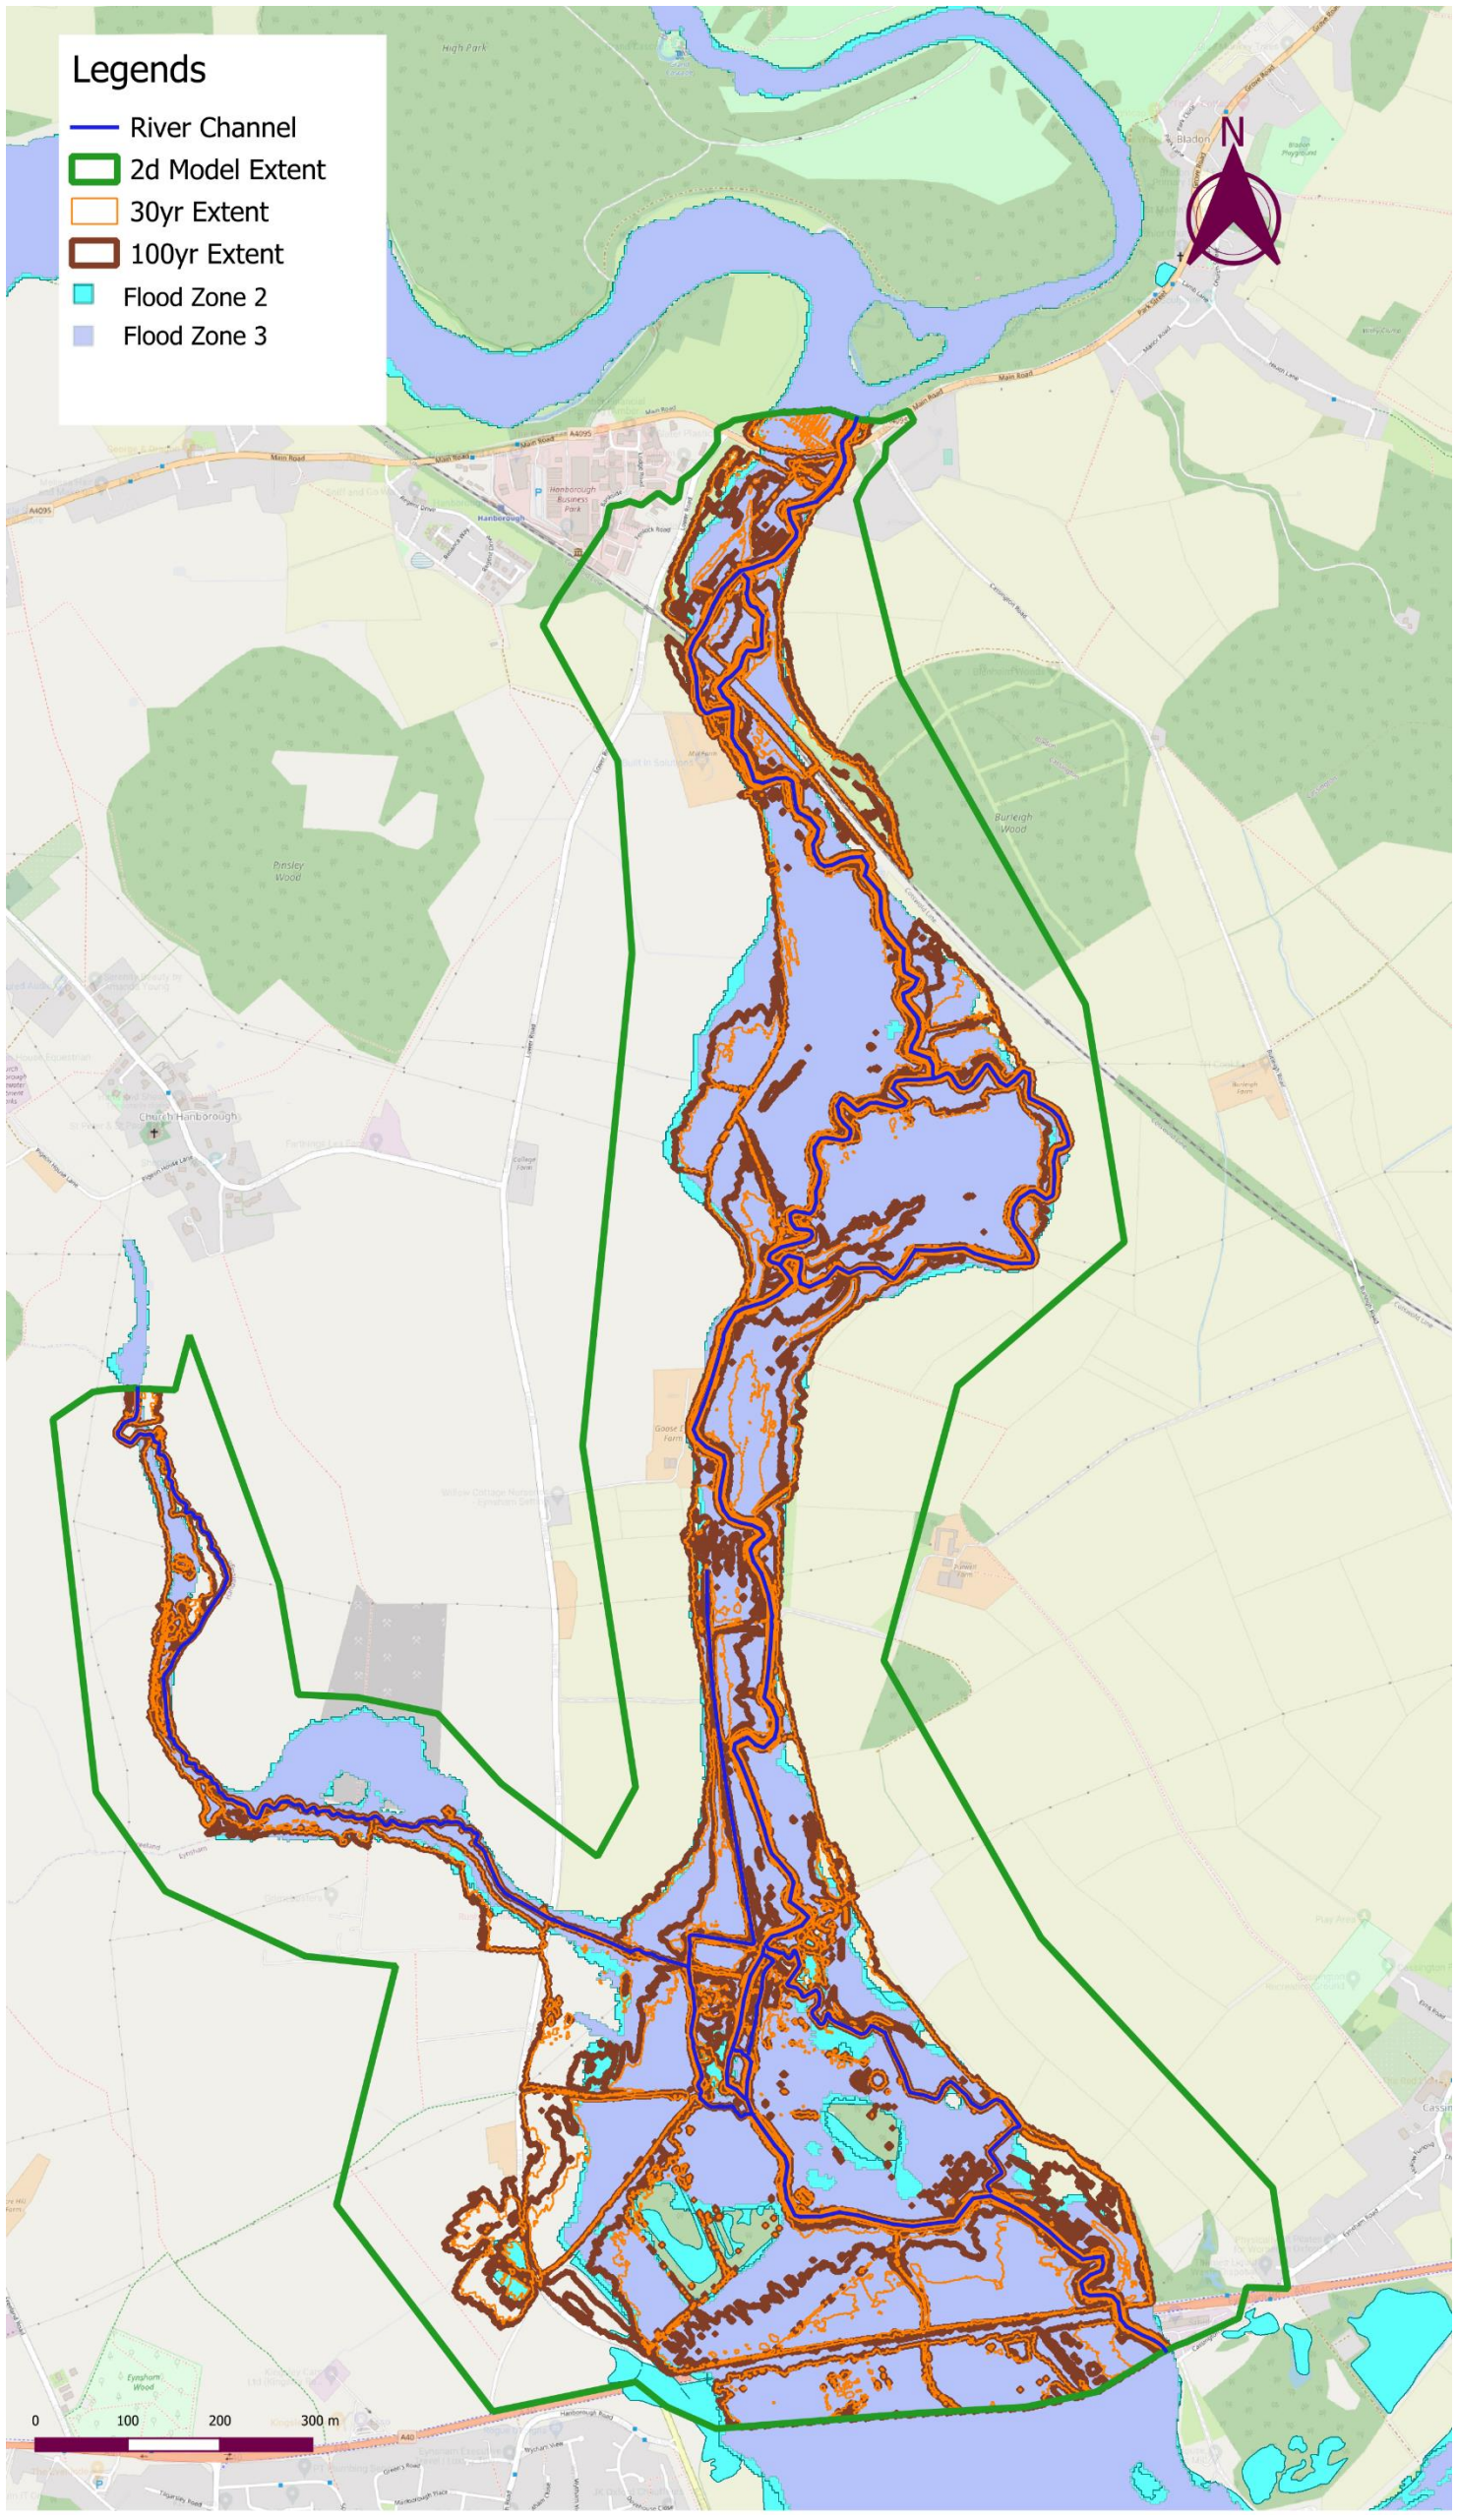

Figure 3.2: Comparison of 30-year and 100-year Flood Extent along with EA Flood Zone 2 and Flood Zone 3 map
3.1.3 The 30-year, 100-year, 100-years+ 21% CC, and 100-years+43% CC produce successively increasing flood extents from the overtopping over the banks of the River Evenlode along with its tributaries. Flood water also enters the site via overtopping the A40 along of the downstream of the site, especially during the 100-years+ 21% CC, and 100-years+43% CC flood events. A figure of the 30-year and 100-year flood extent along with the environment agency's Flood zone 2 and Flood Zone 3 map has been provided in **Figure 3.2.**